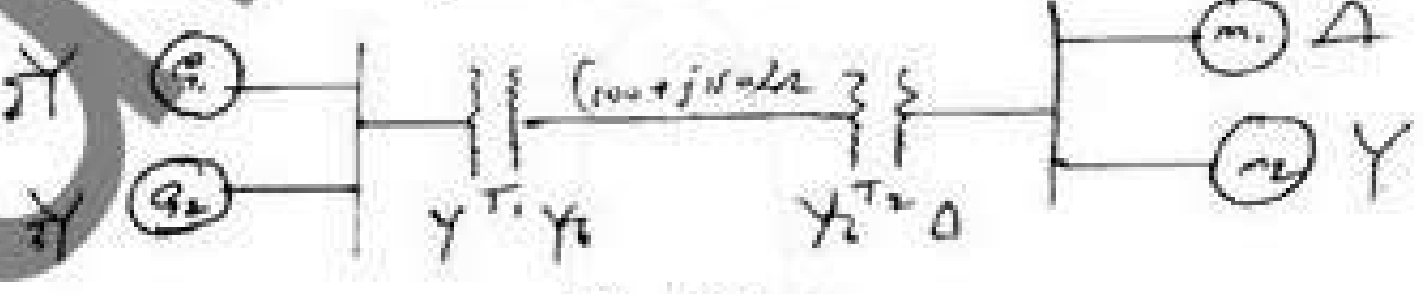

Fig.Q2(c)
c. Draw the impedance diagram for the power system shown in Fig. Q2(c). The ratings of the components are as under.